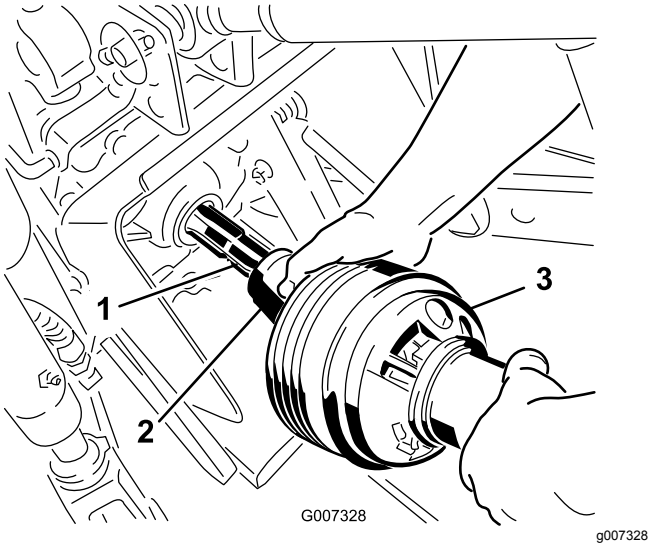

**Figur 24**
3. Koble kraftuttaksakselen til trekkenhetens kraftuttaksaksel bak (Figur 24).